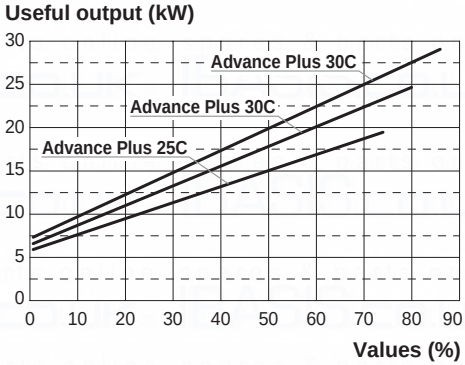
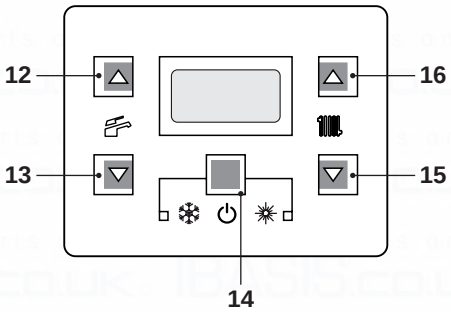
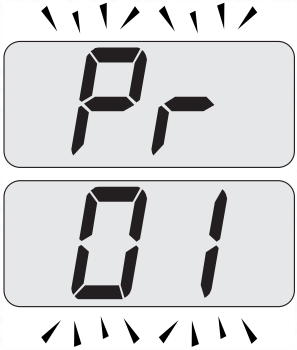
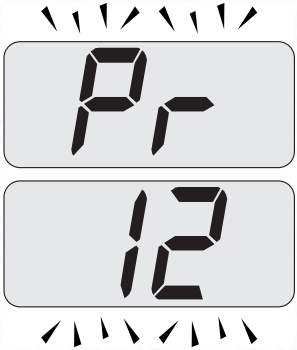

Fig. 7.41
Fig. 7.42
Fig. 7.43
Fig. 7.44
Refer to Fig. 7.41 and determine the correct Value appertaining to the output required for the central heating requirement.
- Enter the ”programming mode” by pressing keys 14 - 15 - 16 (Fig. 7.42) for 10 seconds at the same time until the letters **Pr** that alternate with code **01** are displayed on the LCD display, indicating that ”parameter 01” (Fig. 7.43) has been activated.
- Scroll the various parameters using keys 15 or 16 until the letters **Pr** that alternate with code **12** are displayed on the LCD display, indicating that "parameter 12" (Fig. 7.44) has been activated.
- Press keys 14 and 16 (Fig. 7.42) at the same time until the value of parameter 12 (74=Advance Plus 25C or 78=Advance Plus 30C or 84=Advance Plus 35C) is displayed on the LCD display (Fig. 7.45).
- It is possible to modify parameter using keys 15 or 16 (Fig. 7.42) (Refer to Fig. 7.41 and determine the correct Value appertaining to the output required for the central heating requirement.).
- By pressing key 14 (Fig. 7.42) confirmation of the inserted value is obtained.
- Press keys 14 and 15 (Fig. 7.42) at the same time to exit without changing the value (return to the parameters list Fig. 7.44)
- Press keys 14 - 15 - 16 (Fig. 7.42) at the same time for 10 seconds to exit the "programming mode".